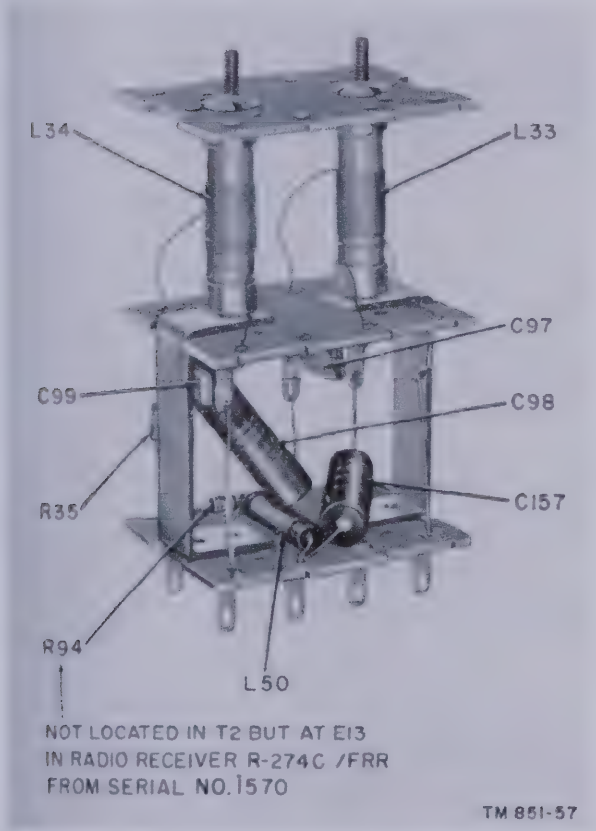

Figure 79. Radio receiver, all types, 3955-kc. i-f transformer subassembly T2.
b. Shielded Subassemblies (figs. 79 through 83). To replace any part in the T2, T3, T4, T5, T6, and T9 subassemblies, first remove the subassembly shield can by removing the two or four No. 6–32 machine screws that hold it in place. Then unsolder the externally connected leads to the subassembly. To remove the subassembly for repair, remove the two No. 6–32 machine screws that mount it to the receiver chassis. To remove the bfo subassembly (T6), loosen the four setscrews on the flexible coupling. In Radio Receivers R–274A/FRR and R–274C/FRR, the frequency control unit extension shaft for S2 must be removed first before the shield can and the bfo subassembly can be removed.